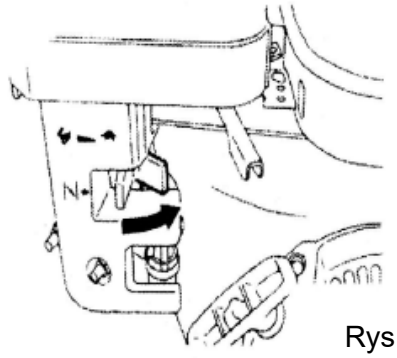

Rys. 8
1. W miarę nagrzewania się silnika, stopniowo przestawiać dźwignię ssania w pozycję otwartą. (Rys. 8)